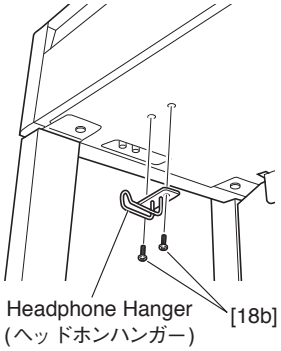

Fig.1（図 1）
Remove the two (2) screws marked [18b]. The headphone hanger can then be removed. (Fig.1)
[18b] のネジ 2 本を外し、ヘッドホンハンガーを外します。（図 1）